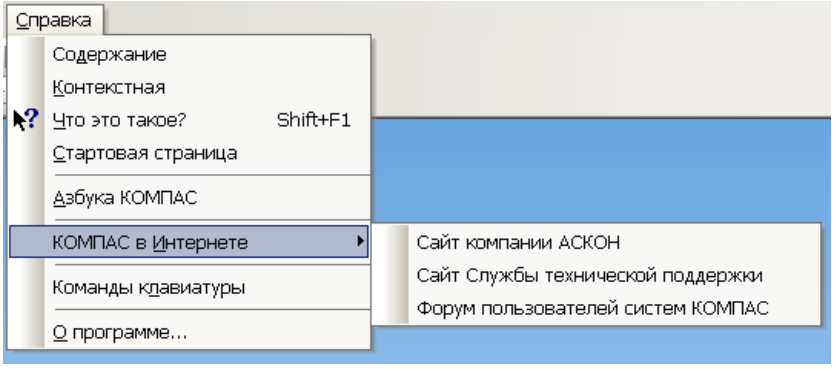

Рис. 1.17. Меню **Справка**.
- выбрать в меню команду **Справка** (рис. 1.17).